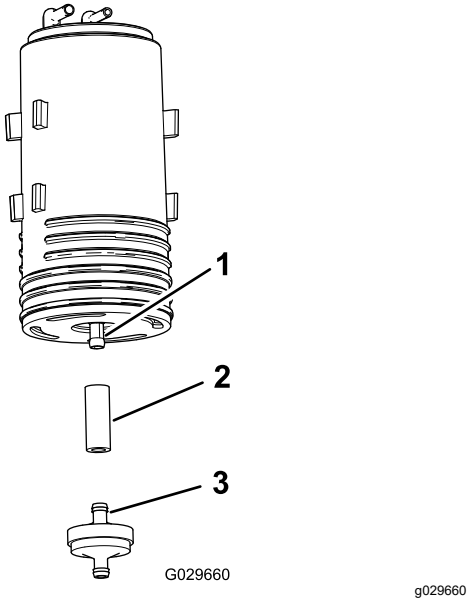

**Figuur 48**
4. Verwijder het koolstofhouderfilter en het korte gedeelte van de slang van de onderste fitting van de oude koolstofhouder (Figuur 48).
5. Monteer de slang op de onderste fitting van de nieuwe koolstofhouder (Figuur 48).
6. Steek de fitting van een nieuwe koolstofhouderfilter in de slang (Figuur 48).